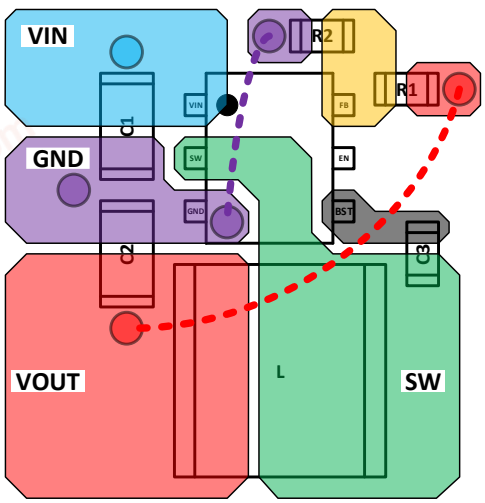
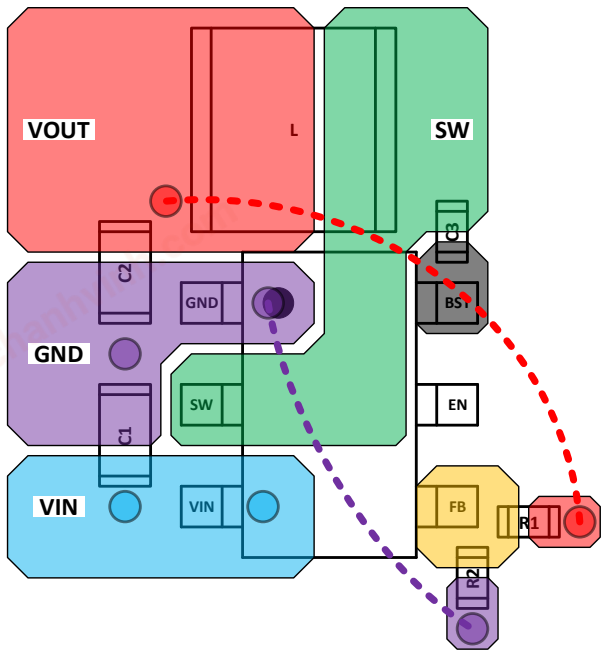

Figure 27. Recommended PCB Layout, SOT563 (Standard)
Figure 28. Recommended PCB Layout, TSOT26 (Standard)
9. See Figure 27 and Figure 28 for more details.